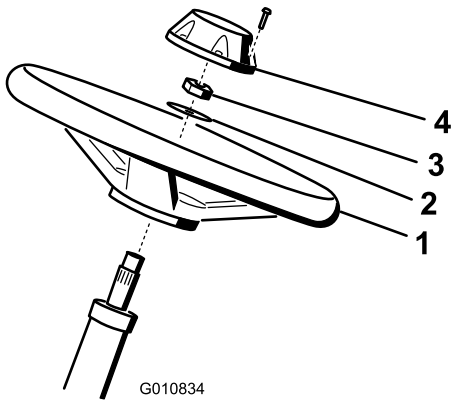

Figuur 3
1. Schuif het stuurwiel op de stuuras (Figuur 3).
2. Schuif de ring op de stuuras (Figuur 3).
3. Bevestig het stuurwiel op de as met een contramoer en draai deze vast met 27 tot 35 Nm (Figuur 3).
4. Plaats de dop op het stuurwiel en bevestig deze met de schroef (Figuur 3).